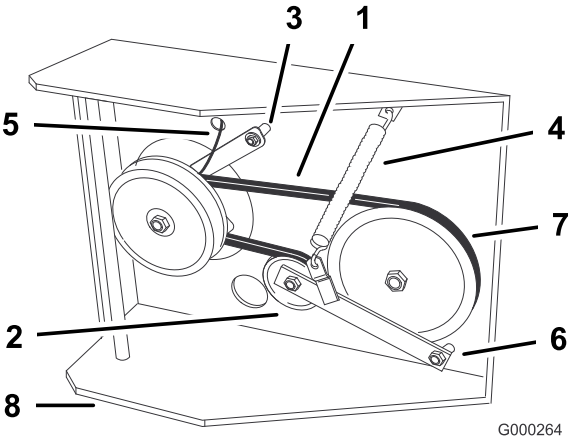

Figur 43
7. Koppla bort kopplingshållaren från motordäcket (Figur 43).
8. Haka loss spännfjädern från sidan av ramen (Figur 43).
11. Dra åt axelbulten till 47–54 Nm. Montera spännfjädern mellan mellandrevsarmen och ramfästet (Figur 43).
12. Sätt fast kopplingshållaren på motordäcket (Figur 43).